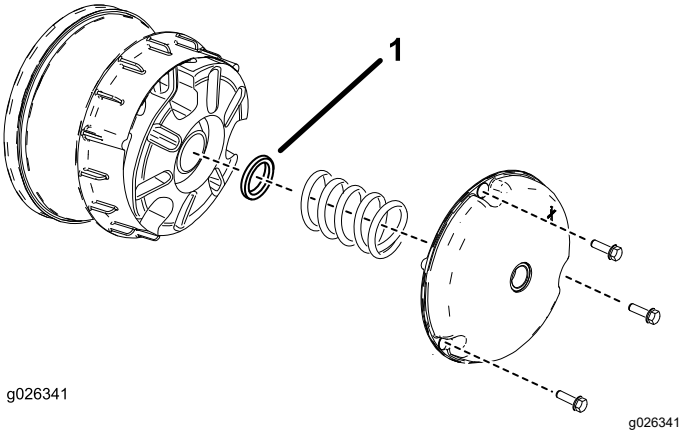

Figuur 61
2. Verwijder de bouten waarmee de kap van de primaire koppeling is bevestigd zoals getoond in Figuur 61.